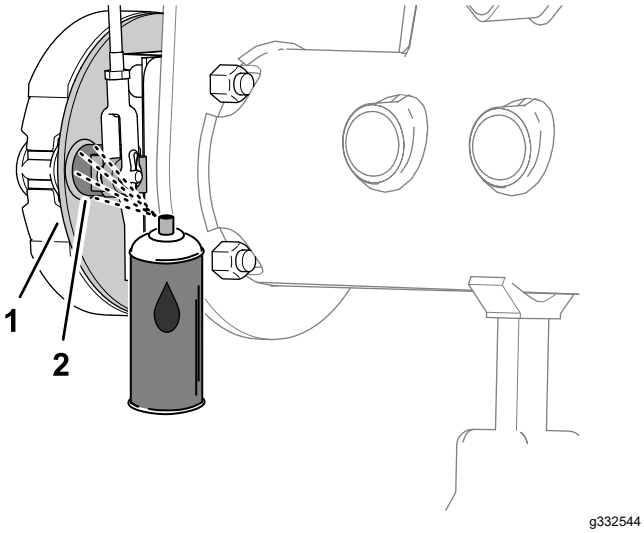
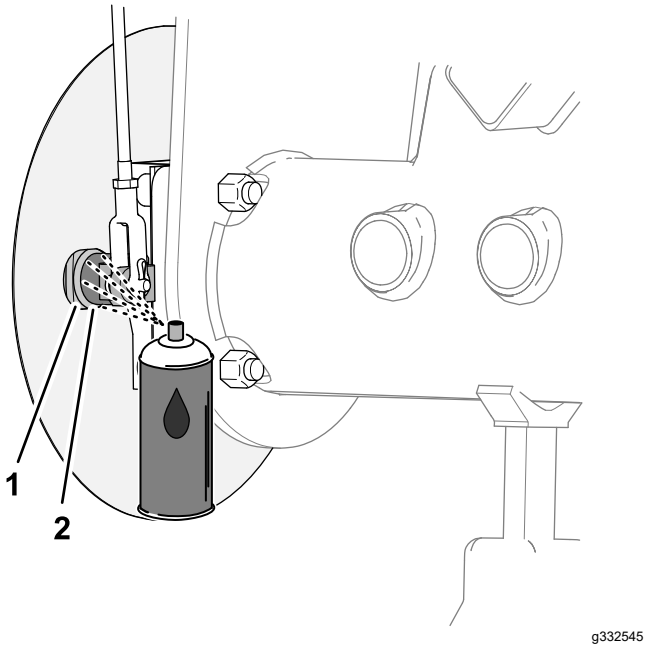

Figur 79
Figur 80
1. Spruta penetrerande olja mellan bromskamaxeln och fästplåten på insidan av bromsfästplåten (maskiner utan det valbara fälggrässkyddet) eller på insidan av hjulskyddet (maskiner med det valbara fälggrässkyddet) (Figur 79 eller Figur 80).